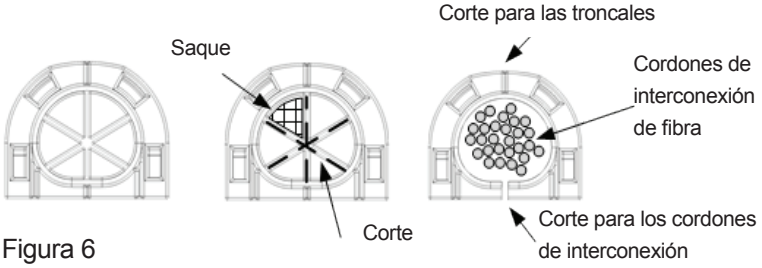

Figura 6
3) Use una herramienta afilada, corte la abertura apropiada usando líneas marcadas como se muestra en las Figura 6: